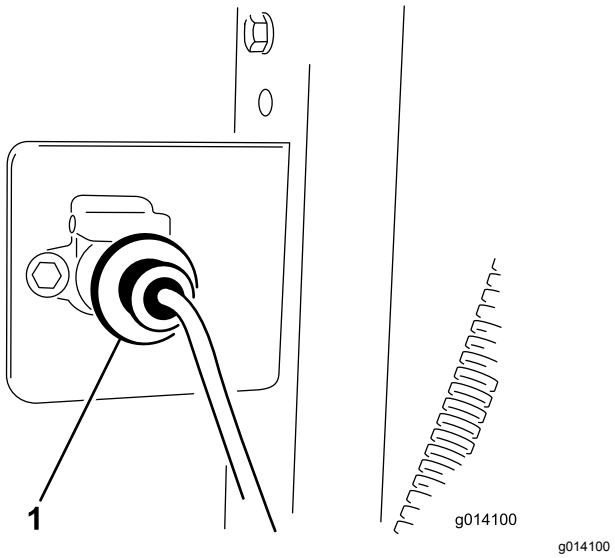

Figur 10
3. Säkra kablagekontakten vid fästet med 2 bultar (¼ x 1 tum) och muttrar (Figur 10).
5. Anslut basenhetens kablage till bogserfordonets kablage (Figur 10). Kontakten sitter vid hydraulslangen som är kopplad till bogserfordonet.